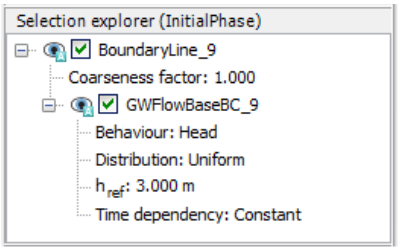

Figure 11.6 Boundary conditions at the bottom of the geometry model
- In the *Selection explorer* select the *Head* option in the *Behaviour* drop-down menu and set h_{ref} to 3.0 (Figure 11.6).